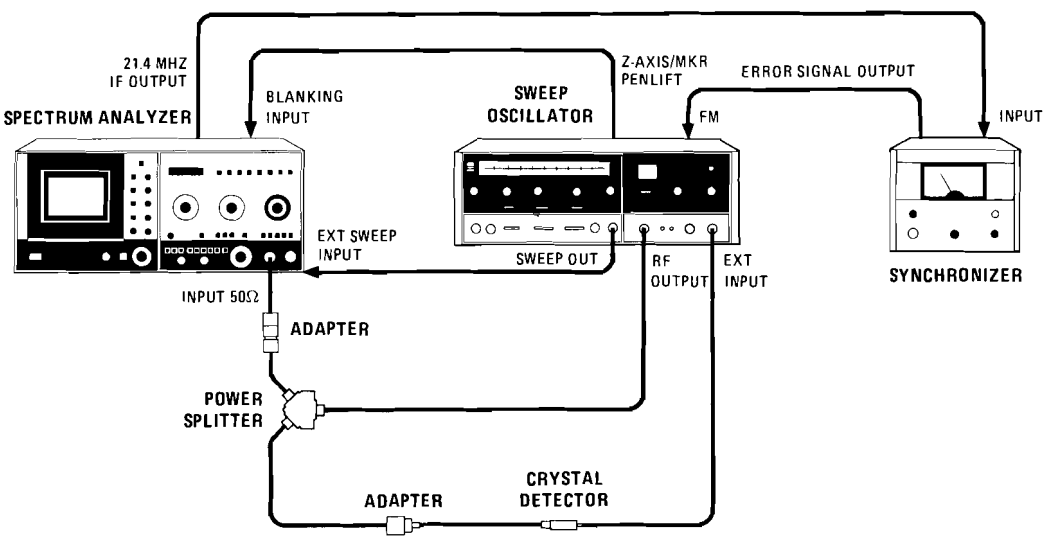

Figure 5-41. Preliminary Bias Adjustment Test Setup (1 of 2)
b. Reconnect power cord, set LINE switch ON, connect equipment as shown in Figure 5-41, and set controls as follows: